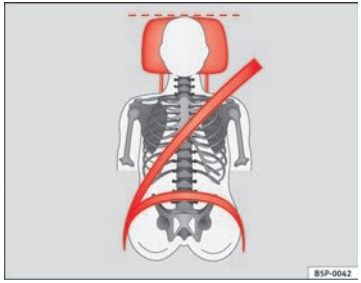
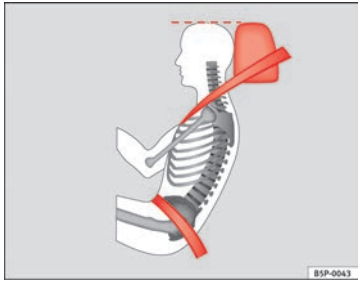

Fig. 89 Vista anteriore: poggiatesta e cinture di sicurezza posizionati correttamente
Fig. 90 Vista laterale: poggiatesta e cinture di sicurezza posizionati correttamente
– Regolare il poggiatesta portando il suo bordo superiore alla stessa altezza della parte superiore della testa, almeno all'altezza degli occhi ⇒ fig. 89 e ⇒ fig. 90.